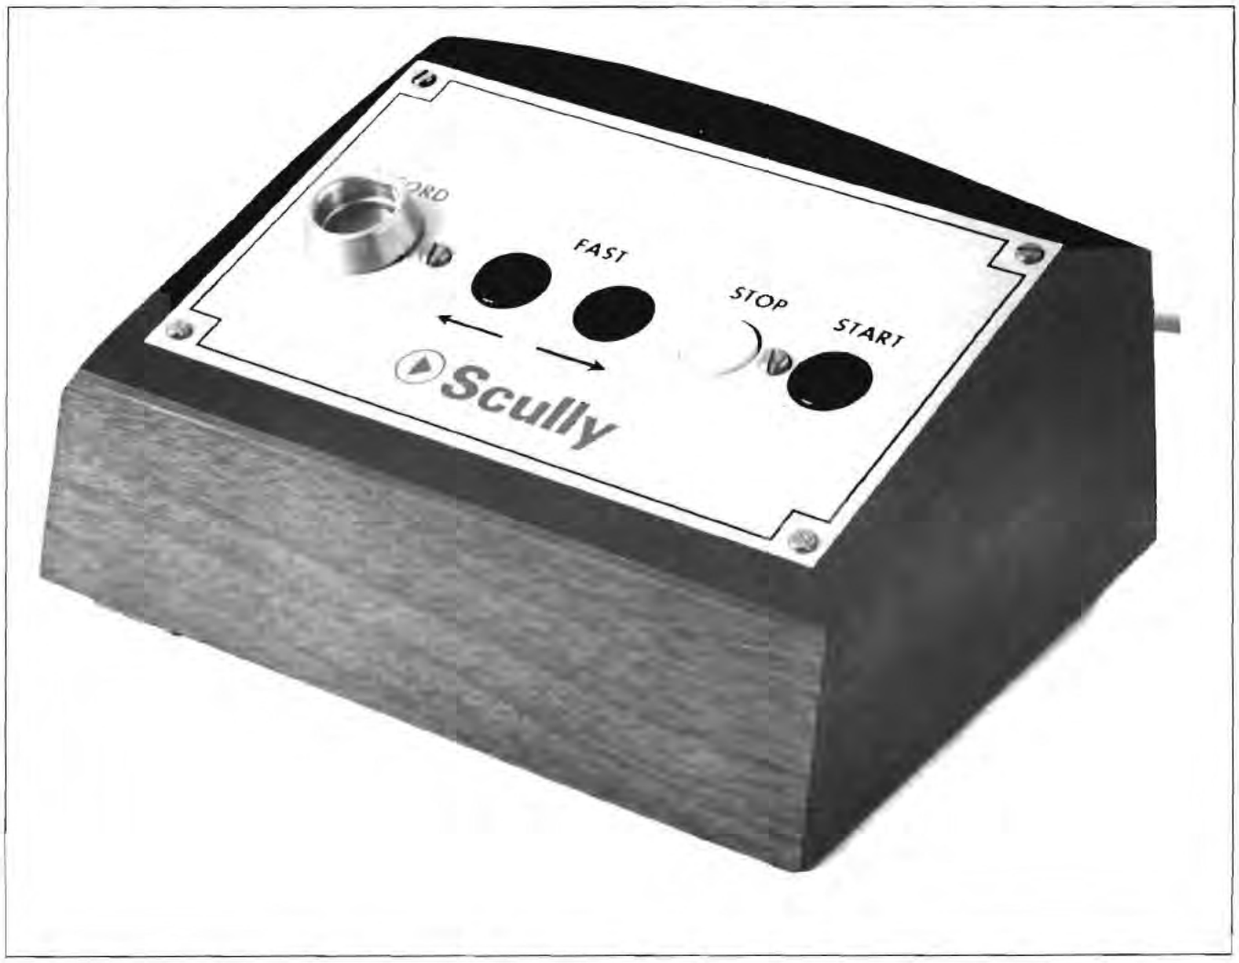

Figure 1-2. Remote Control Unit Accessory
- Remote Control Unit, Figure 1-2: The table model has a 31-foot long cable with connector P111 installed. The panel mount configuation includes mating connectors and pin terminals for a cable of the desired length up to 50 feet.